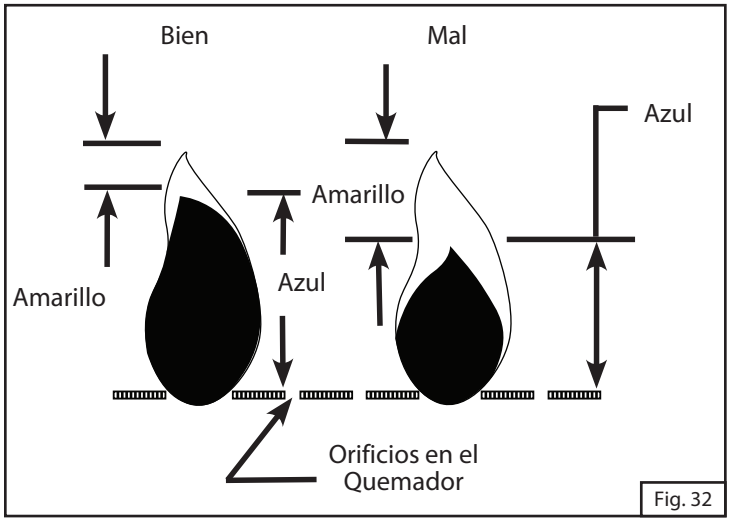

Fig. 32
- Las llamas deben parecerse a la llama buena mostrada en la Fig. 32 y de la manera siguiente: